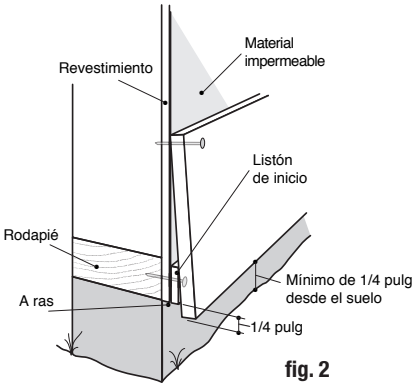
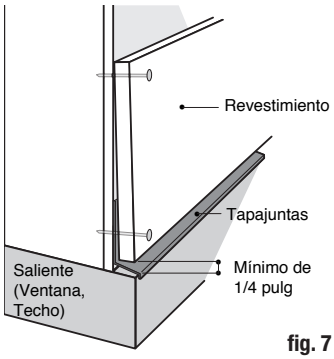

fig. 2
fig. 7
Instale el listón de inicio sobre un revestimiento resistente al agua, a ras con el borde inferior del revestimiento o solera (fig. 2). Clave el listón de inicio a la solera o revestimiento cada 16 pulgadas, dejando espacios ocasionales para permitir que la humedad se drene.
Si se instala el listón de inicio encima de un rodapié, cerca del suelo o por encima de cualquier saliente, asegúrese de tener el espacio adecuado para permitir un drenaje apropiado. Se requiere un espacio libre mínimo de 1/4 de pulgada o más (fig. 2).
Coloque el borde inferior del primer grupo a 1/4 de pulgadas por debajo del borde inferior del listón de inicio (fig. 7), acomodando según sea necesario para mantener el borde superior del primer grupo a nivel y recto.
Recomendaciones de espacio libre: Asegúrese de mantener una separación adecuada entre todas las superficies horizontales (tapajuntas, techos, pavimentos, ventanas, puertas, cajas eléctricas, etc.) y tablas de revestimiento para permitir un drenaje adecuado de la humedad. Se recomienda un espacio libre de 1/4 de pulgada mínimo (fig. 2, fig. 7).
- 1/4 de pulgada entre el revestimiento y la parte superior del tapajuntas saliente para permitir el drenaje adecuado (fig. 7).